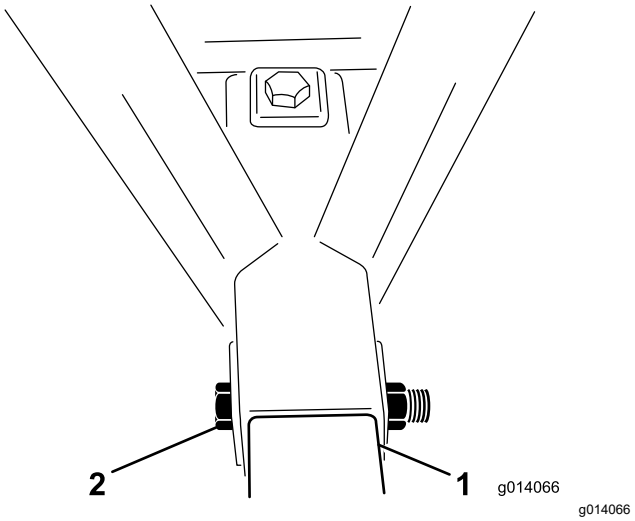

Figur 4
5. Plasser en bolt (1 x 6½ tommer) gjennom rammen og koblingsrøret og sikre den med en låsemutter (Figur 4). Stram låsemutteren til 976 til 1 193 Nm.
6. Plasser en bolt (1 x 6½ tommer) gjennom toppen av rammen og ned gjennom koblingsrøret, og sikre den med en låsemutter (Figur 4). Stram låsemutteren til 976 til 1 193 Nm.